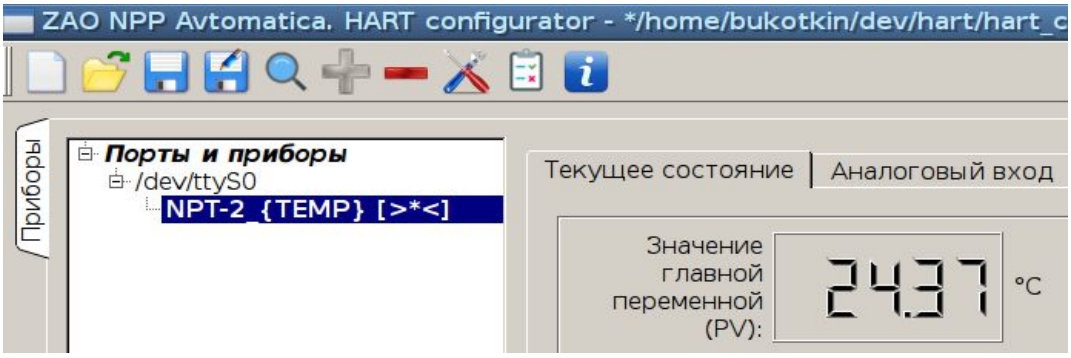

Рисунок 7 - Статус прочитанных из прибора, измененных и записанных в прибор параметров
– [>*<] - данные были загружены из прибора, изменены и записаны в прибор (Рисунок 7).